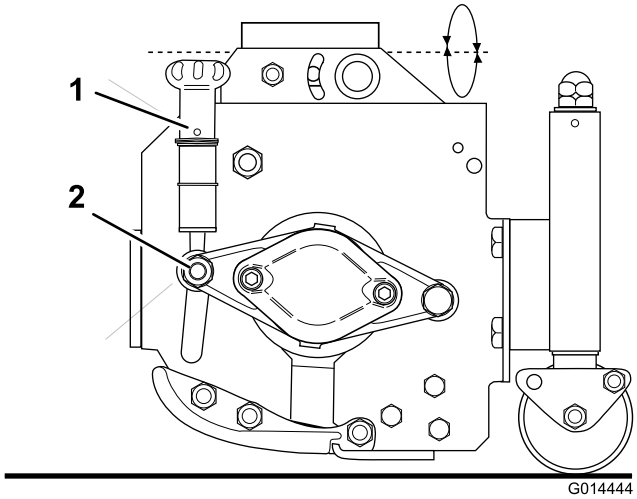

Figur 72
3. Hvis justering er nødvendig, gør som følger - løsn møtrikken (Figur 72) en 1/4 omgang i begge ender.
4. Drej håndhjulet (Figur 72) i hver ende på skift, mens klippecylinderen drejes tilbage, indtil bundskærekniven er i flygtig kontakt med cylinderen langs den fulde længde.
6. Stram møtrik (Figur 72) i begge ender.